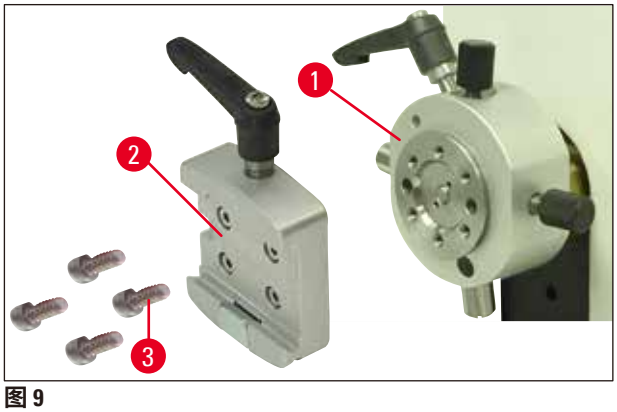

图 9
2. 然后从样品夹固定器卸下燕尾槽 (→ 图 9-2) (→ 图 9)。为此，使用带手柄的 3 号内六角扳手 (→ 图 10-1) 松开四个螺丝 (→ 图 9-3)。